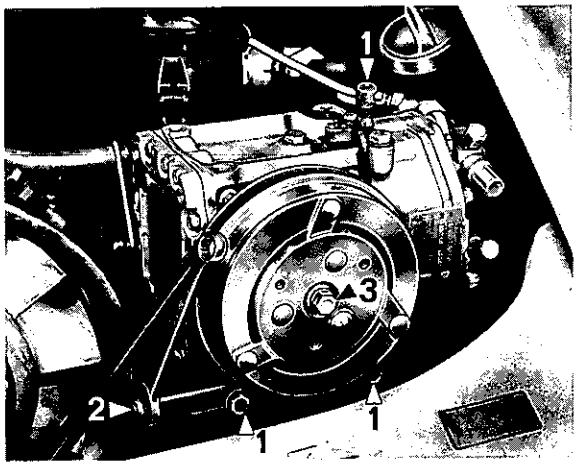

Fig. 2
Loosen tensioning nut (2) and mounting bolts (1) on compressor plate (refer to Fig. 2).